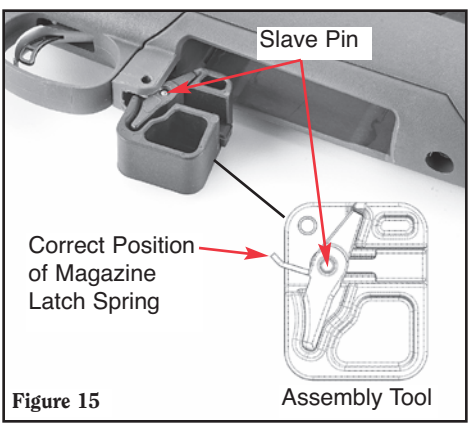

Figure 15
c. Place the magazine latch into the assembly tool as shown in Figure 15.
d. Insert the magazine latch spring into the open side of the magazine latch with the bent leg of the spring positioned at an angle outside of the assembly tool. (See Figure 15.)
e. Place the slave pin into the magazine latch to retain the spring. (See Figure 15.)